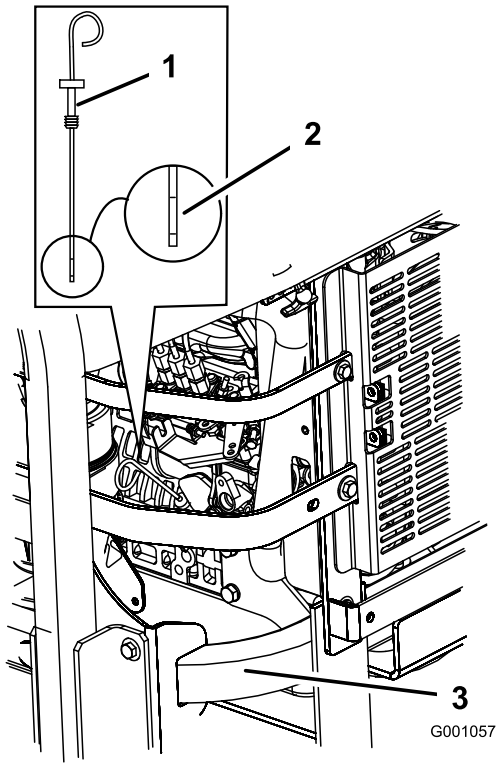

**Figuur 35**
3. Maak de omgeving van de peilstok schoon (Figuur 35), zodat er geen vuil in de vulopening kan komen, waardoor schade aan de motor kan ontstaan.
4. Trek de peilstok eruit en veeg het metalen deel schoon (Figuur 35).
5. Schuif de peilstok helemaal in de vulbuis. Trek de peilstok uit en controleer het oliepeil op het metalen deel (Figuur 35). Als het oliepeil te laag is, moet u langzaam net genoeg olie in de vulbuis gieten totdat het peil de Vol-markering bereikt.